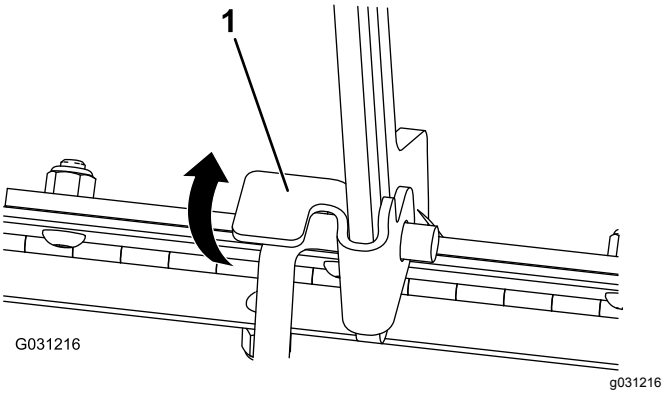

**Rysunek 35**
1. Unieś za uchwyt zabezpieczający podpórkę (Rysunek 35)